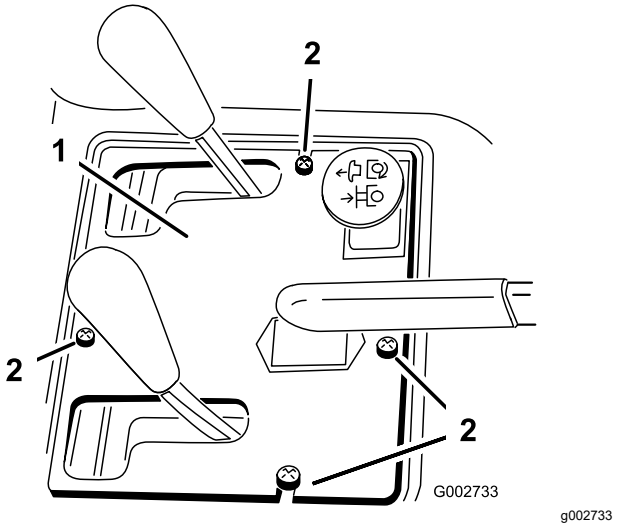

Figuur 37
2. Verwijder de (4) schroeven waarmee het bedieningspaneel is bevestigd aan het frame (Figuur 37).